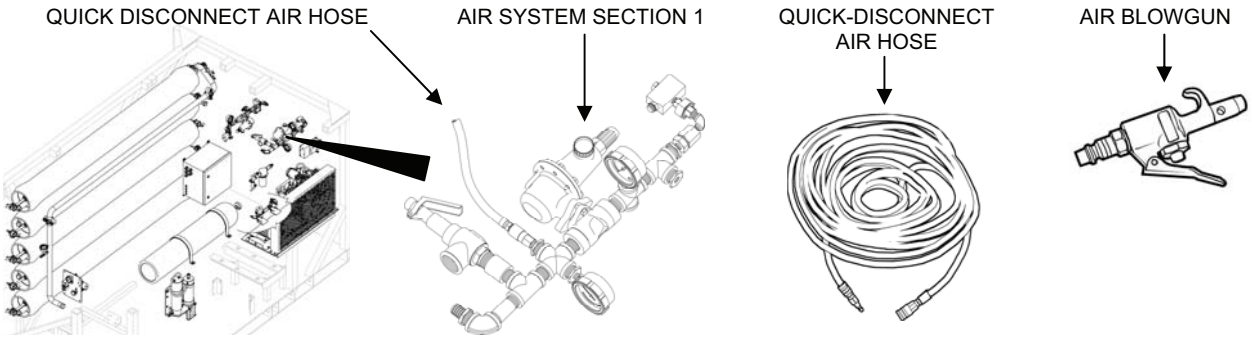

Figure 2. Quick-Disconnect Air Hose Connections.
20. Ventilate the fuel tank as follows (Figure 2).
26. Turn off the diesel-fired heater and allow it to cool. After the diesel-fired heater has cooled, drain and ventilate the fuel tank as follows (Figure 2):